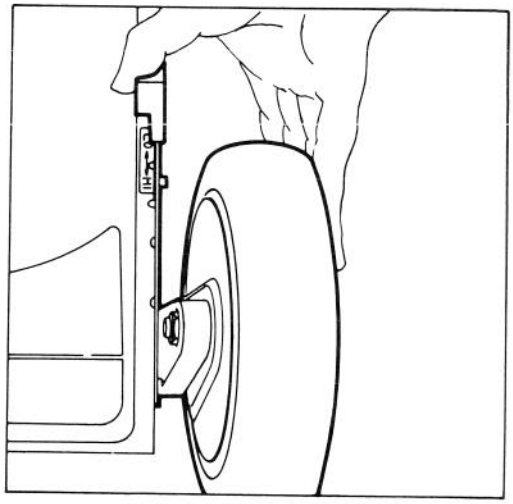

Abbildung 7
2. Zur leichteren Einstellung, Mähgehäuse anheben damit das Rad nich mehr auf dem Boden ist. Drücken sie den Schnitthöhen-Einstellhebel zum Ras hin (Abb. 7) und stellen Sie die gewünschte Schnitthöhe ein. Stellen Sie sicher, daß der Stift des Einstellhebels in die Kerbe am Gehäuse einrastet. Stellen Sie alle Räder auf die gleiche Höhe ein.